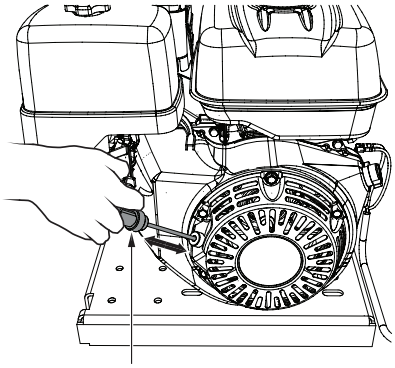

Figure 21. Poignée de démarrage
6. Tirer légèrement sur la **poignée du démarreur** (Figure 21) jusqu'à ce que vous sentiez une résistance, puis tirer énergiquement. Ramener la poignée du démarreur doucement.